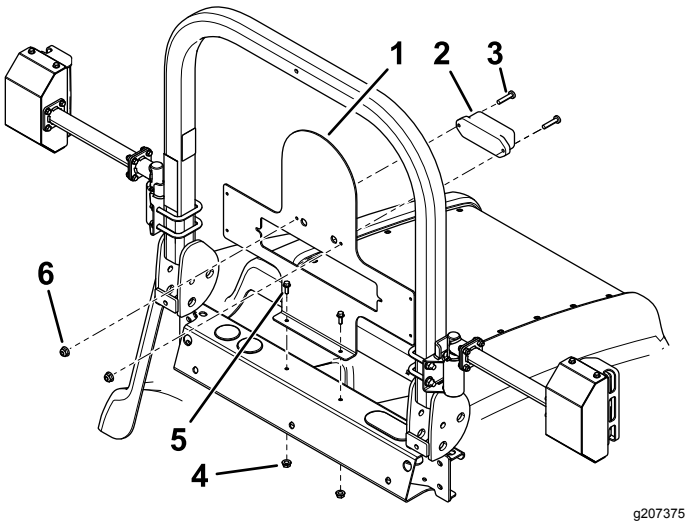

Rysunek 8
2. Zamontuj płytę oświetlenia i środkowe światło tylne (Rysunek 8).